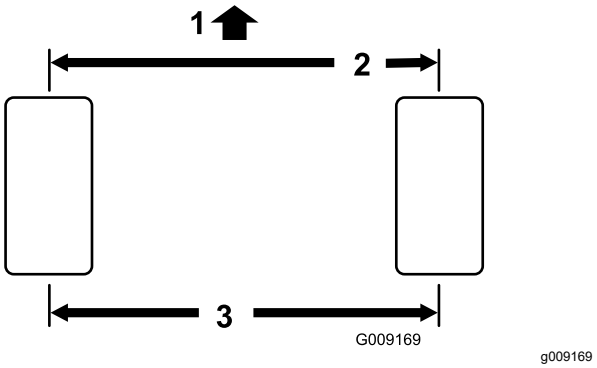

Figur 109
2. Mål avstanden fra midten til midten (i akselhøyde) foran og bak på styredekkene (Figur 109).